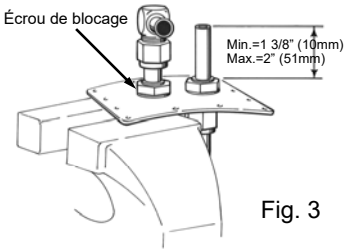

Fig. 3
11. Sauf ordonnance contraire, le tuyau chauffant (# 9) est 28 po (711 mm) de long. Cela devrait contenir un réservoir de 28 po ou plus de diamètre. Pour les réservoirs de plus petit diamètre, couper le tube de manière à ce qu'il soit de la même longueur que le diamètre du réservoir (le tuyau dépassera du réservoir sur une courte distance, comme indiqué à la (Fig.3). Ébavurez et habillez les extrémités du tube.
13. Lorsque le tube chauffant est fixé à la plaque de recouvrement, la dimension indiquée à la Fig. 3 doit être d'au moins 1 3/8 » (10 mm) et une virole maximale de 2 » (51 mm). Pour ce faire :
a. Maintenez la bague à la position appropriée pour obtenir la dimension indiquée à la figure 3
d. Placer la plaque de recouvrement # 4 sur les bagues comme indiqué à la figure 3